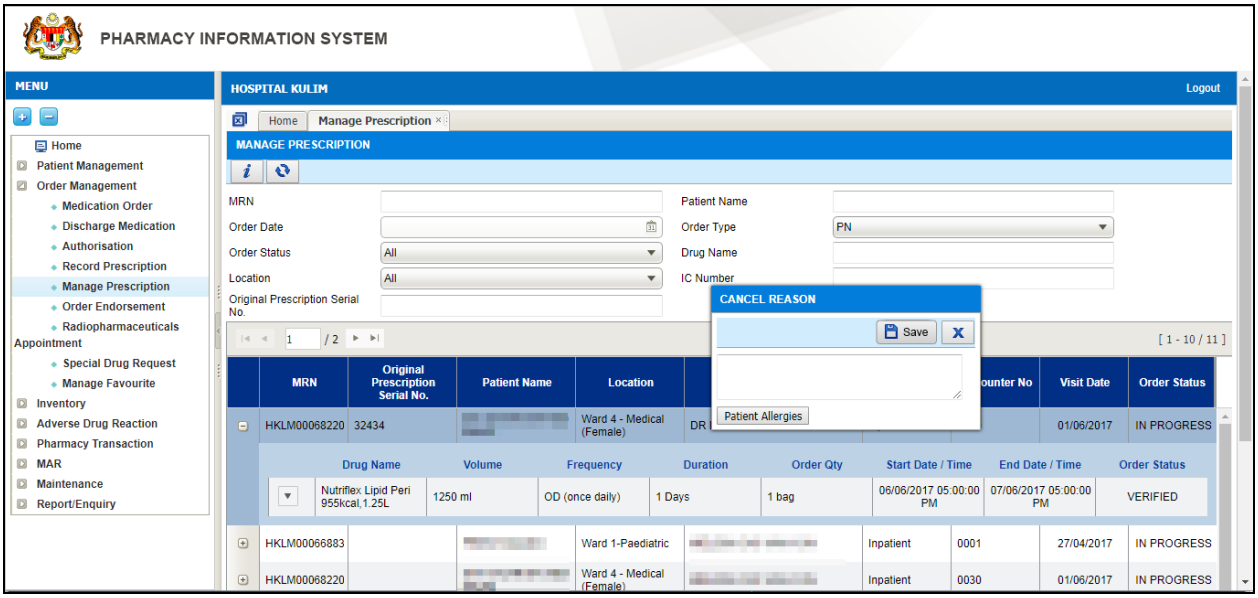

Figure 5.1-2 Cancel reason
- *Select 'Cancel' function to cancel order that have not yet been dispensed to patient and system will display 'Cancel Reason' screen as per Figure 5.1-2.*